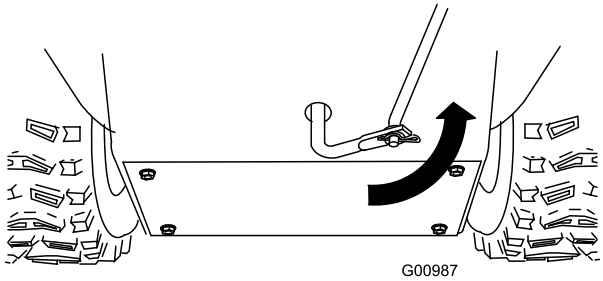

Figur 13
5. Drei den nedre leddarmen mot klokken, helt opp (Figur 13).